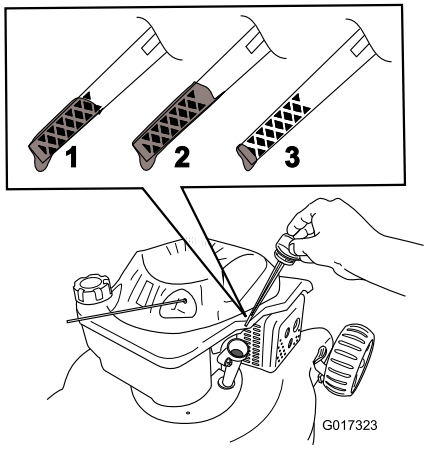

Figuur 10
2. Verwijder de peilstok (Figuur 10).
3. Giet **langzaam** olie in de vulbuis totdat het peil de **VOL**-markering op de peilstok bereikt (Figuur 10). **Niet te vol vullen.** Maximaal vullen: 0,59 l, type: SAE 30 of SAE 10W-30 reinigingsolie, met onderhoudsclassificatie SF, SG, SH, SJ, SL van het American Petroleum Institute (API) of hoger.
1. Verwijder de peilstok uit de buis en veeg deze schoon. Schuif daarna de peilstok weer helemaal terug (Figuur 10).
2. Haal de peilstok eruit en controleer het oliepeil (Figuur 10). Als het peil onder de **Bijvullen**-markering op de peilstok staat, giet dan **lanzaam** voldoende olie in de vulbuis totdat het peil de **Vol**-markeringhop de peilstok bereikt. **Niet te vol vullen.** (Maximaal vullen: 0,59 l, type: SAE 30 of SAE 10W-30 reinigingsolie, met onderhoudsclassificatie SF, SG, SH, SJ, SL van het American Petroleum Institute (API) of hoger.